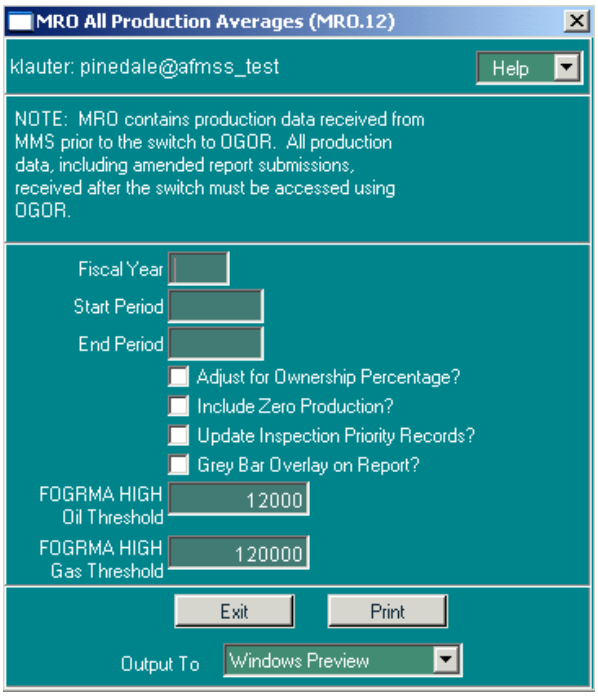

Figure 6-12: MRO All Production Averages (MRO.12) Window
1. From the *Non-Indian AFMSS Main Menu* select **MRO/MRO Reports** and click **All Production Averages (MRO.12)** to launch the *MRO All Production Averages (MRO.12)* window (Figure 6-12).